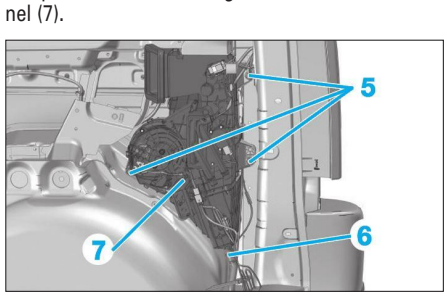

**Fig. 17**
• Déposer les vis de fixation du groupe (5) **(Fig.17)**.
• Désaccoupler le tuyau d'évacuation d'eau de condensation (6).
• Déposer le bloc chauffage-climatisation additionnel (7).